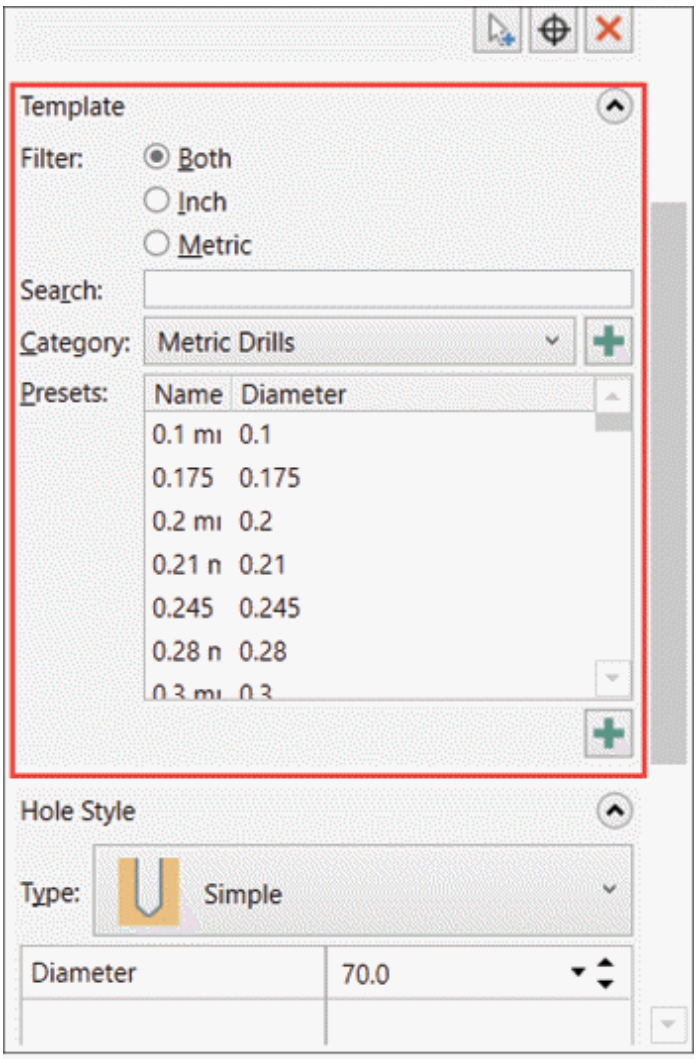

Figure-38. Template rollout
- Expand the **Template** rollout of **Manager** to use standard hole sizes and styles; refer to Figure-38.